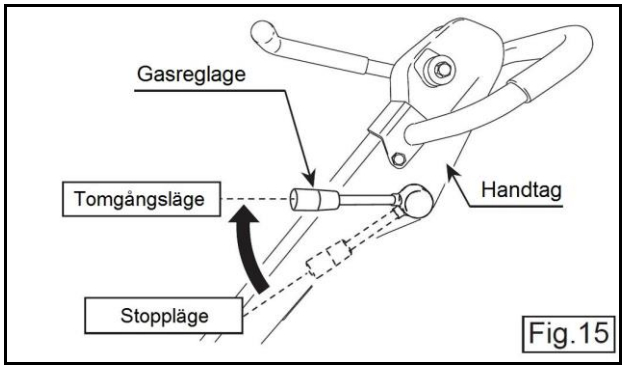

Fig.15
2. För upp gasreglaget till tomgångsläget. (Fig. 15)